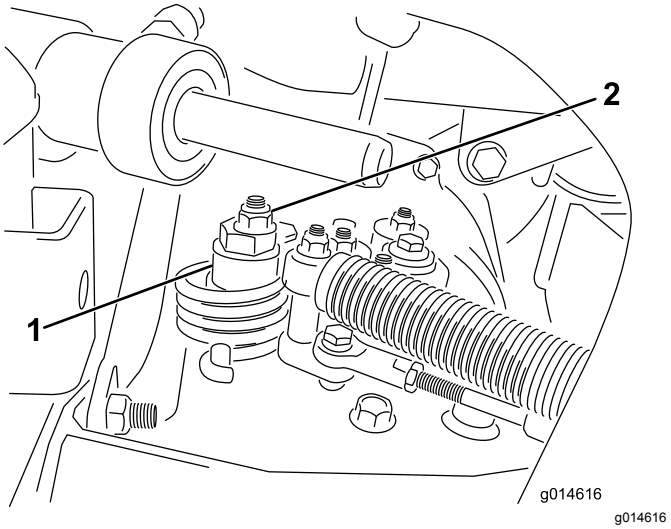

Figur 44
A. Løsne mutteren som fester eksenteren til toppen av hydrostaten (Figur 44).
C. Stram eksenteren til den ikke beveger seg i noen retning. Når hjulet ikke lenger roterer, må du stramme mutteren som låser eksenteren og justeringen (Figur 44). Kontroller justeringen med gassen i SAKTE- og HURTIG-stillingen.